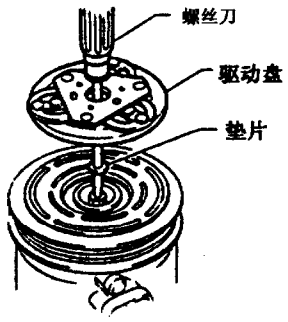

图 14－3－23 安装驱动盘
(3) 如图 14－3－24 所示，用保持器卡住驱动盘，防止其转动，然后以 12～15N·m 的力矩拧紧固定螺栓，并检查皮带轮转动是否平稳。